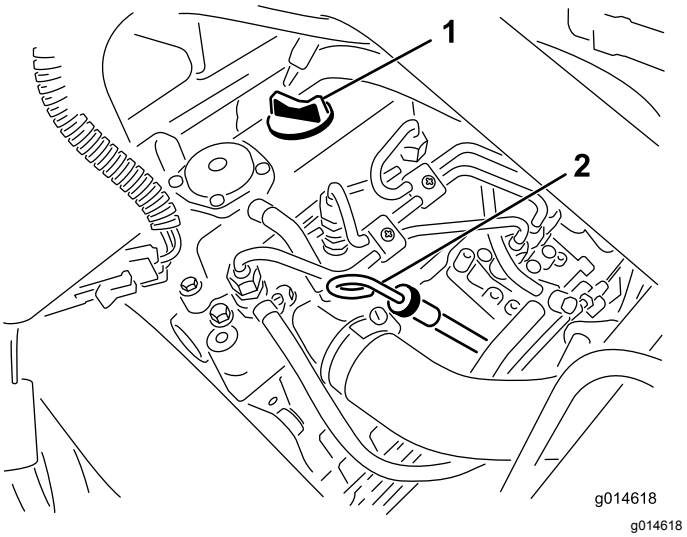

**Rysunek 28**
2. Wyjmij wskaźnik poziomu i wytrzyj go czystą szmatką (Rysunek 28).